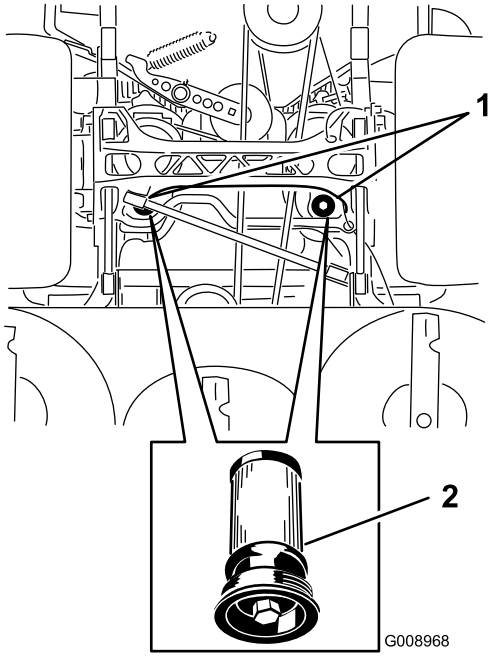

Figur 83
5. Sätt ett tömningstråg under filtret, ta bort det gamla filtret och torka ytan ren (Figur 83).
6. Stryk på ett tunt lager hydraulolja på utbytesfiltrets gummipackning (Figur 83).